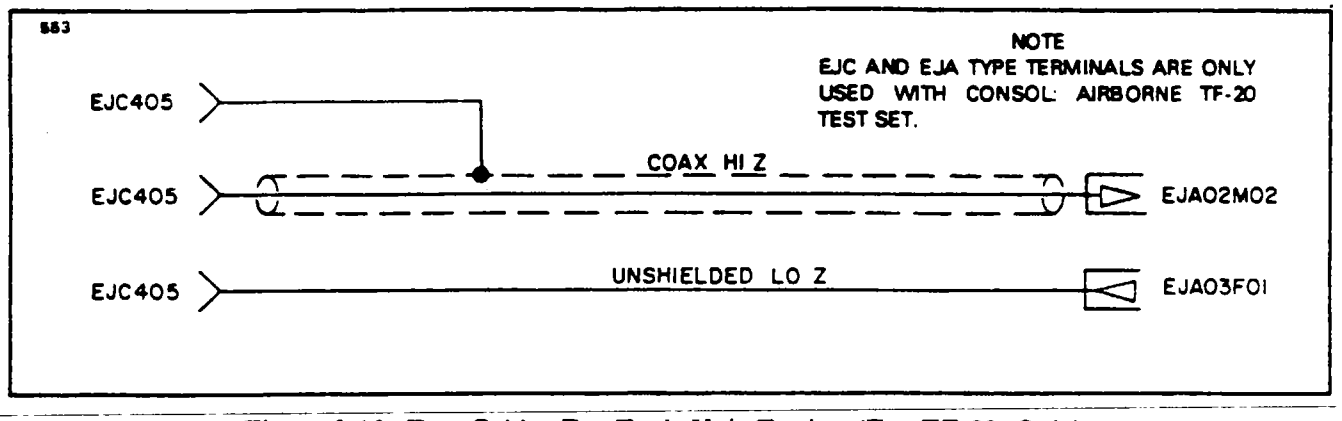
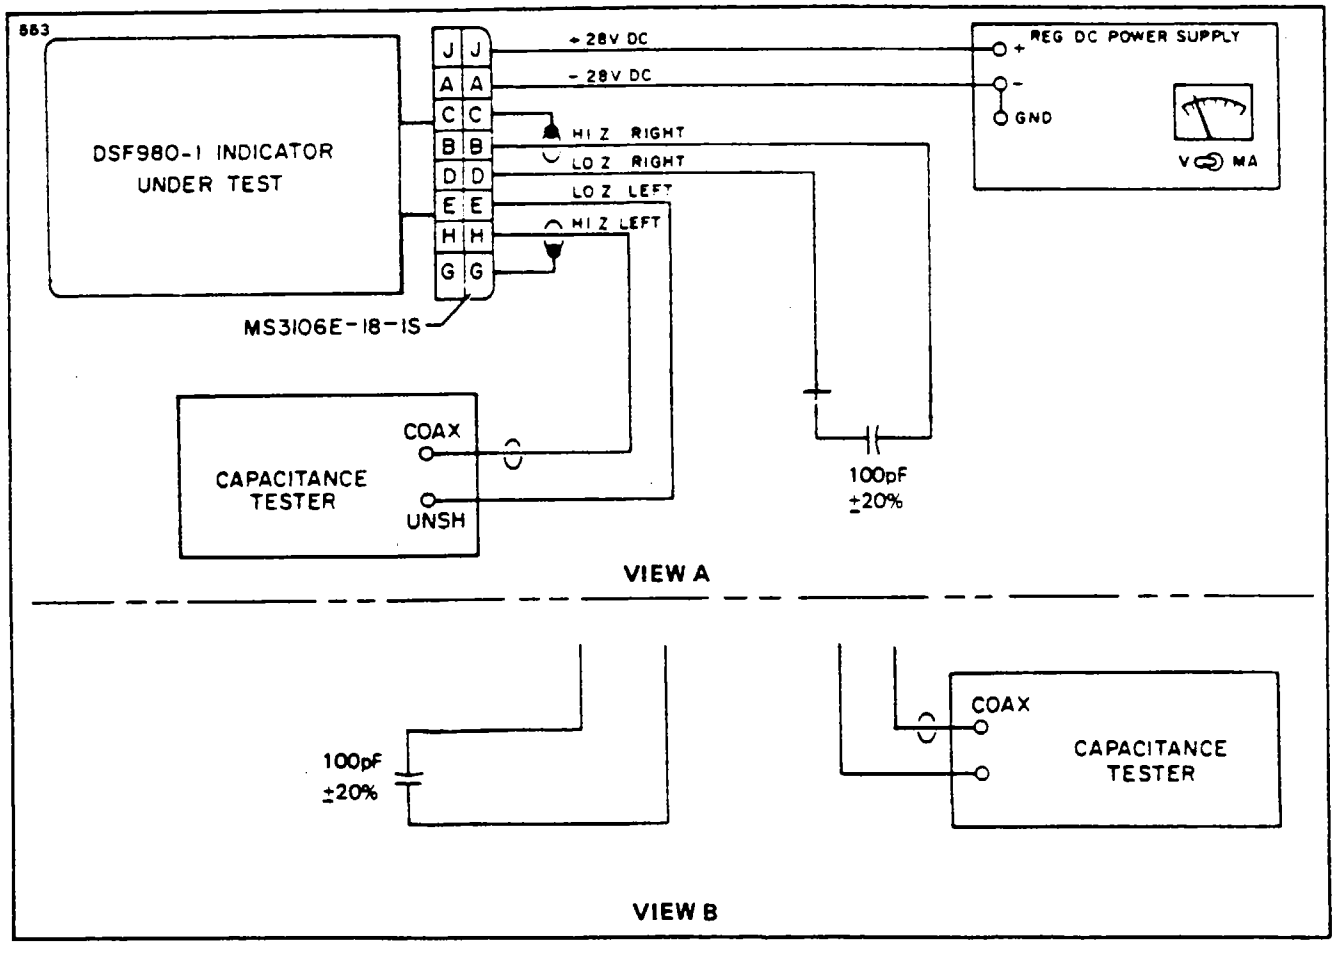
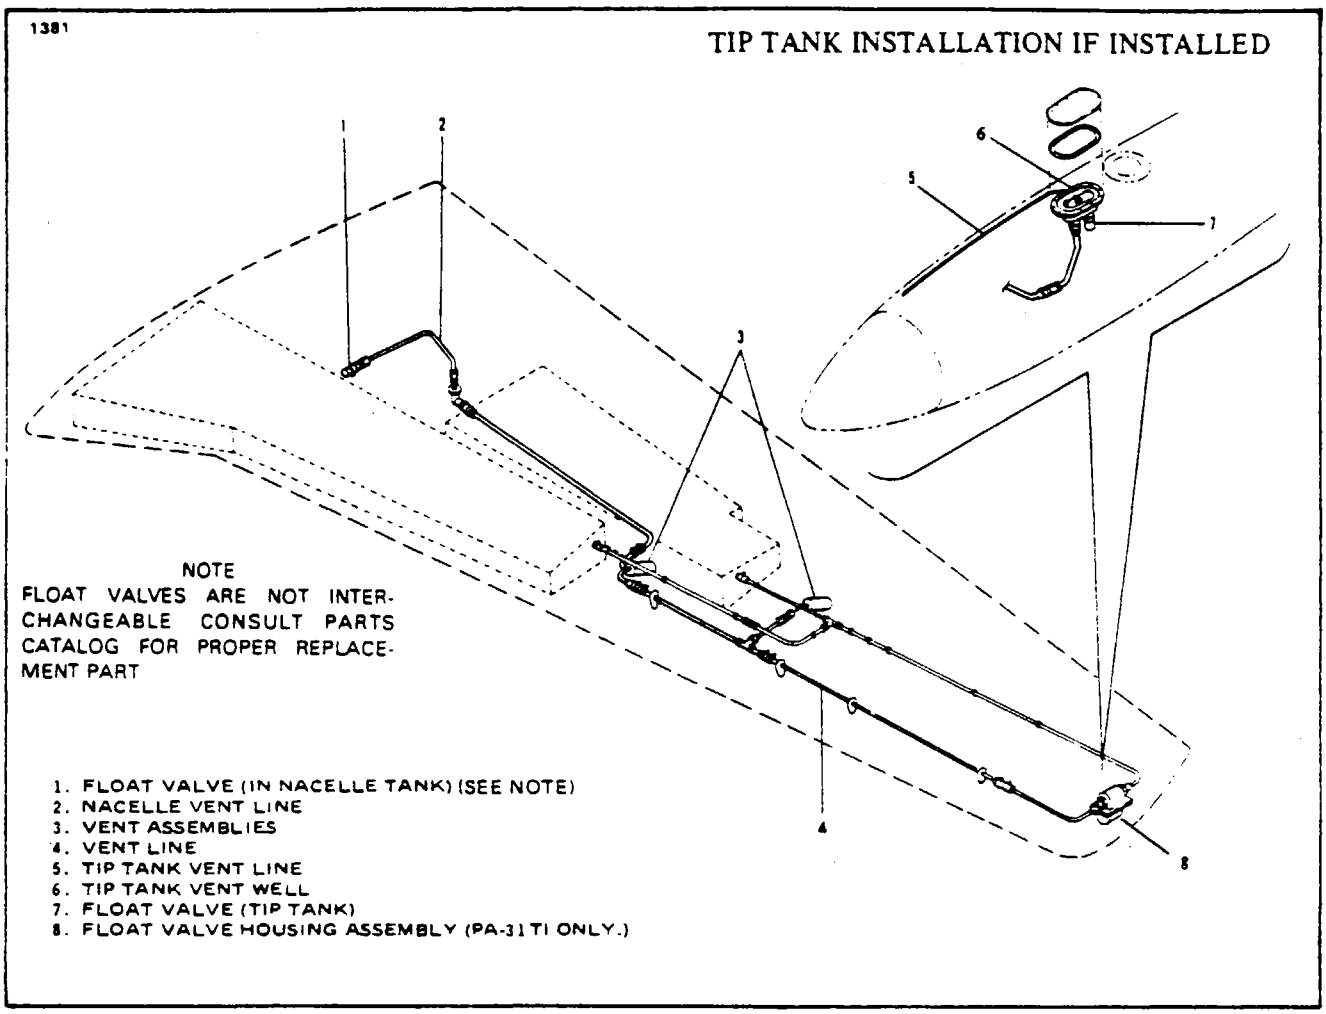

Figure 9-15. Test Cables For Tank Unit Testing (For TF-20, Only)
Figure 9-16. Alternate Indicator Bench Test Hookup
Figure 9-17 Fuel Vent System
9-49. TANK SENSOR UNITS. These can be most accurately tested for correct capacitance (calibration) when installed in a metal container grounded to both the sensor mounting flange and the test harness shield ground. See Figure 9-13A. Less accurate readings come from a unit standing or lying on a bench, where nearby metals or insulators other than free air come close to the sensor ends. Figures 9-15 and 9-16 shows the appropriate harness for bench testing tank sensor units with any accurate capacitance bridge. See capacitance values on Table IX-III. Test harness ends may be chosen from the list of aircraft Harness Connectors, following figure 9-16.
2. Connect indicator under test to test set and harness as shown on Figure 9-15, View A.
1. Connect the test equipment as shown in View A of Figure 9-16. See Figure 9-17 for location of indicator (EMPTY and FULL) calibration screws. Any calibration screw should have sufficient range to compensate for ± 5 pf different capacitance at zero or 1200 pounds. Slowly vary the capacitance tester for left tank simulation to obtain pointer readings shown in Table IX-II, in the down scale direction only Readings obtained must fall within the tolerance specified in Table IX-II. Connect the test equipment as shown in View B of Figure 9-16 and repeat test for the right tank simulation.
9-52. FUEL VENT SYSTEM. (Refer to Figure 9-17.) The main fuel vent line extends from the upper portion of the nacelle fuel tank down through the wing, out to the wing tip or tip tank. A float valve is installed on the end of the vent line in the nacelle tank to prevent fuel from escaping through the vent system. There are two NACA anti-icing type vent assemblies installed along the vent line, these are non-siphoning type which incorporate flame arrestors The tip tank (if installed) has a vent well assembly which has a float valve, tip relief tube and the main vent line connected to it. This vent well is sealed from the fuel storage area in the tip tank, except for the float valve and relief tube which extends to the forward top portion of the tank The float valve installed in the tip tank vent well prevents fuel from escaping through the vent line. The relief tube allows the fuel system to vent during climb attitude with full fuel aboard, and may allow fuel to escape when the tanks are full and fuel expansion takes place due to heat, such as the aircraft being parked on the ramp and being exposed to high ramp temperatures